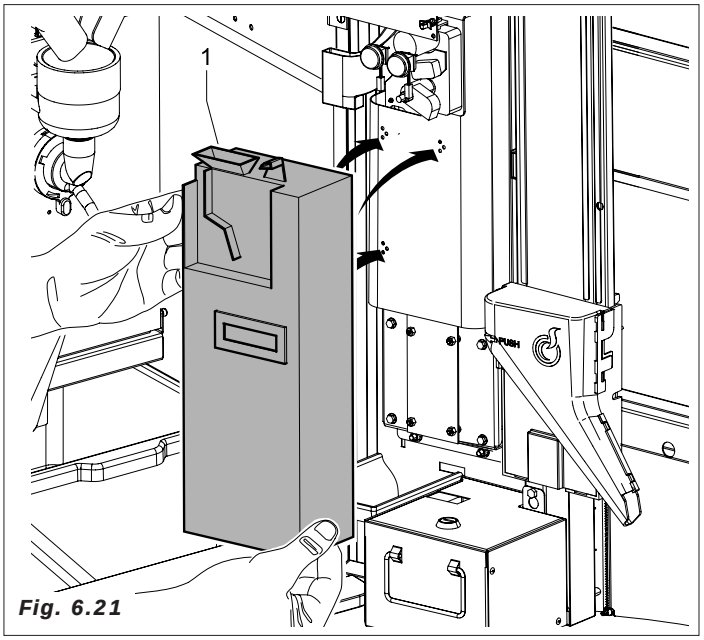

Fig. 6.21
– Monter el monedero (Fig. 6.21-pos.1) conectarlo con la placa Master